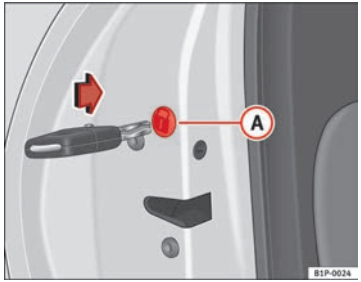

Fig. 60 Locking the doors manually
Open the door and remove the cap (A) ⇒ Fig. 60 printed with a lock image. This will expose a circular element with a groove in the centre. Insert the key into the groove and rotate the element clockwise for the right hand side doors and anticlockwise for the left hand side doors.